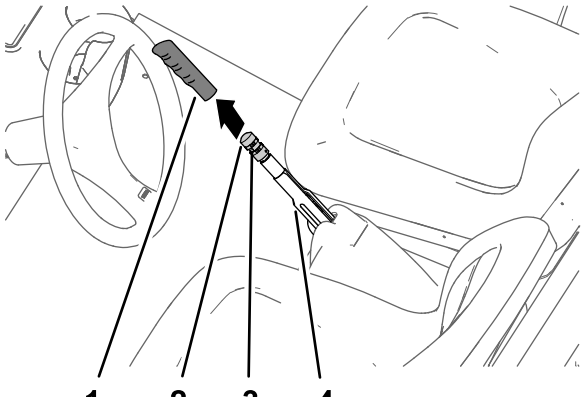

Figur 70
1. Fjern håndgrepet fra parkeringsbremsespaken (Figur 70).
2. Løsne setteskruen som fester bremsejusteringsknotten til parkeringsbremsespaken (Figur 70).
3. Roter bremsejusteringsknotten til det er nødvendig med styrke på 133–156 Nm for å heve spaken (Figur 70).
4. Stram setteskruen, og monter håndgrepet (Figur 70).
1. Fjern håndgrepet fra parkeringsbremsen (Figur 70).
2. Løsne setteskruen (Figur 70) som fester bremsejusteringsknotten til parkeringsbremsespaken, slipp opp parkeringsbremsen og løsne bremsejusteringsknotten.
5. Roter bremsejusteringsknotten (Figur 70) til det er nødvendig med styrke på 133–156 Nm for å heve spaken.
C. Roter bremsejusteringsknotten (Figur 70) til det er nødvendig med styrke på 133–156 Nm for å heve spaken.
- Stram setteskruen, og monter håndgrepet (Figur 70).